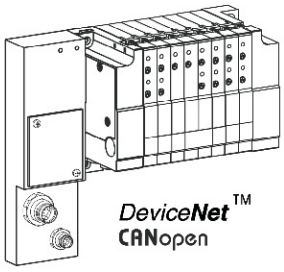

fig. 3
- **Protocolo DEVICE NET ou CAN OPEN** (Fig. 3)